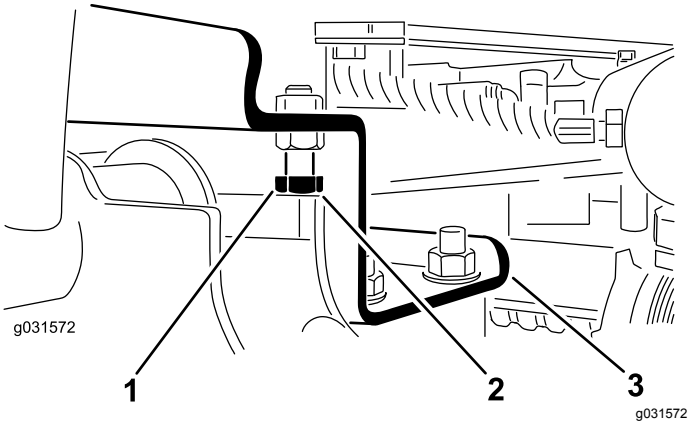

Figur 14
A. Flytta stoppbultarna bakåt (Figur 14).
2. Kontrollera att spelet mellan varje lyftarm och stoppbult är 0,13–1,02 mm. Se Figur 14.